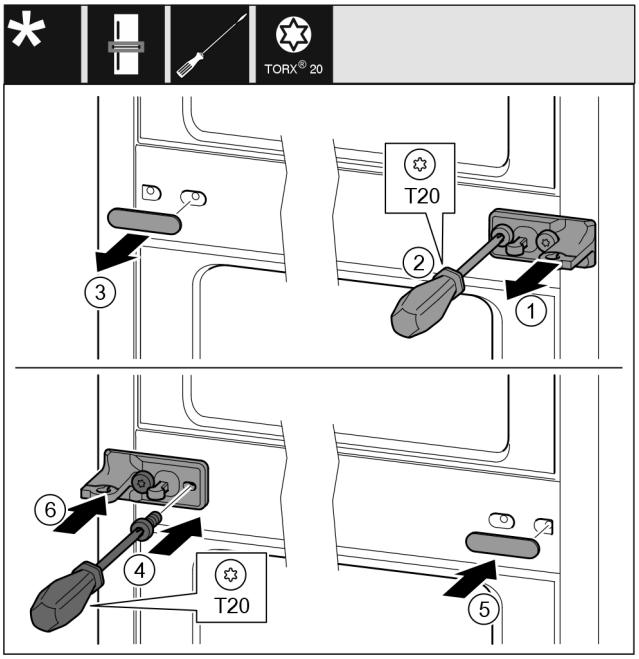

Fig. 14
▶ Extrageți șaiba *Fig. 14 (1)*.
▶ Demontați șuruburile *Fig. 14 (2)* cu șurubelnița.
▶ Desprindeți cu precauție capacul *Fig. 14 (3)*.
▶ Înșurubați ferm pe cealaltă parte suportul de lagăr cu folie *Fig. 14 (4)* rotit cu 180°.
▶ Atașați pe cealaltă parte capacul *Fig. 14 (5)* rotit cu 180°.
▶ Montați șaiba *Fig. 14 (6)* din față.